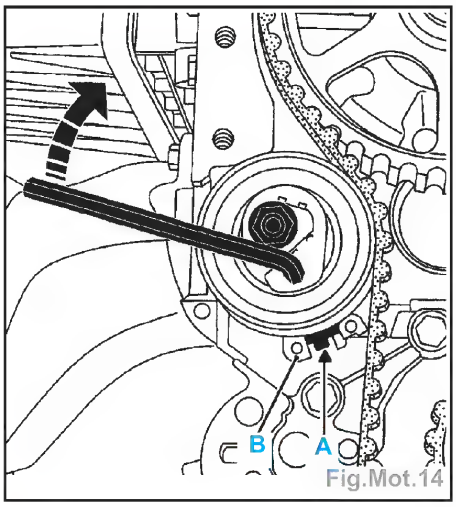

Fig.Mot.14
- Desserrer d'un tour maximum l'écrou du galet tendeur tout en le maintenant à l'aide d'une clé six pans de 6 mm, puis ramener progressivement l'index mobile (A) au milieu de la fenêtre de calage (B) et serrer l'écrou au couple (Fig.Mot.14).